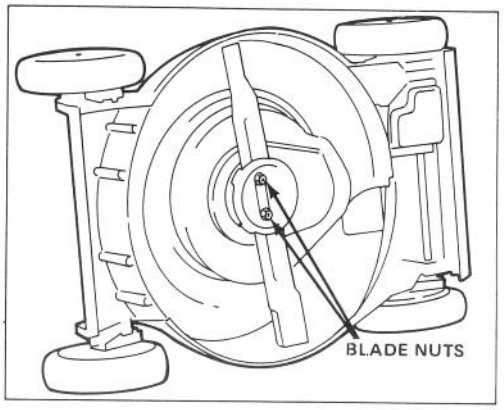

Figure 16
3. Tip mower on its right side (Fig. 16). Avoid rotating blade. Starting problems may result.
5. REMOVING BLADE – Grasp end of blade using a rag or thickly padded glove. Remove blade nuts, anti-scalp cup, blade, blade spacer and rotating screen (Fig. 16 & 18).